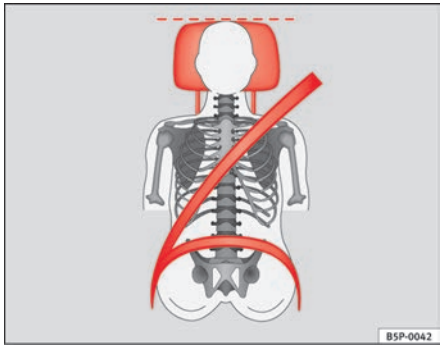
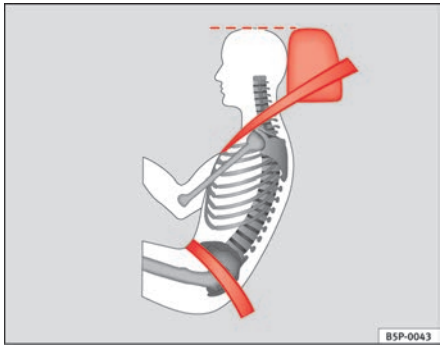

**Fig. 3 Properly adjusted head restraint viewed from the front**
**Fig. 4 Properly adjusted head restraint viewed from the side**
– Adjust the head restraint so that its upper edge is at the same level as the top of your head or as close as possible to the same level as the top of your head and, at the very least, at eye level ⇒ fig. 3 and ⇒ fig. 4.